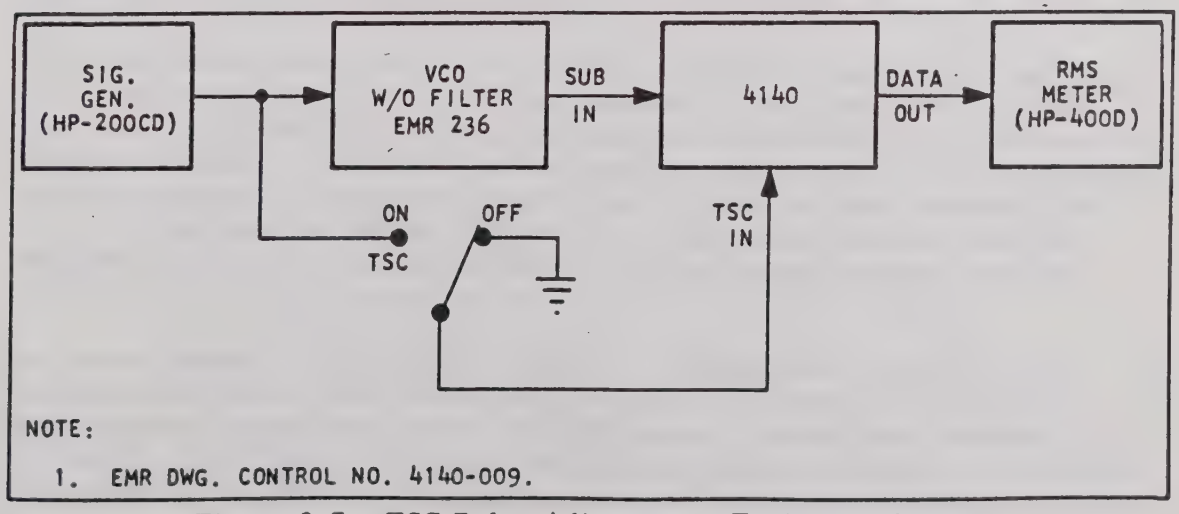

Figure 3-7. TSC Delay Adjustment, Equipment Setup
5. Connect the equipment as shown in Figure 3-7.